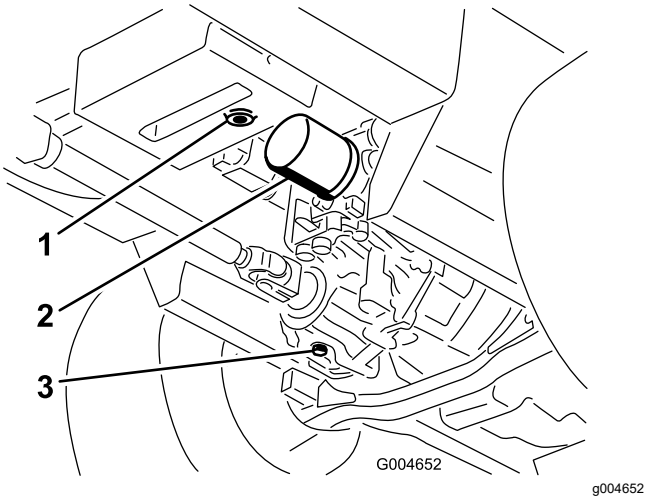

Figuur 58
3. Plaats een grote bak onder het hydraulische reservoir en de versnellingsbak en verwijder de aftappluggen om alle hydraulische vloeistof weg te laten lopen (Figuur 58).
4. Reinig de omgeving van het hydraulische filter en verwijder het filter (Figuur 58).